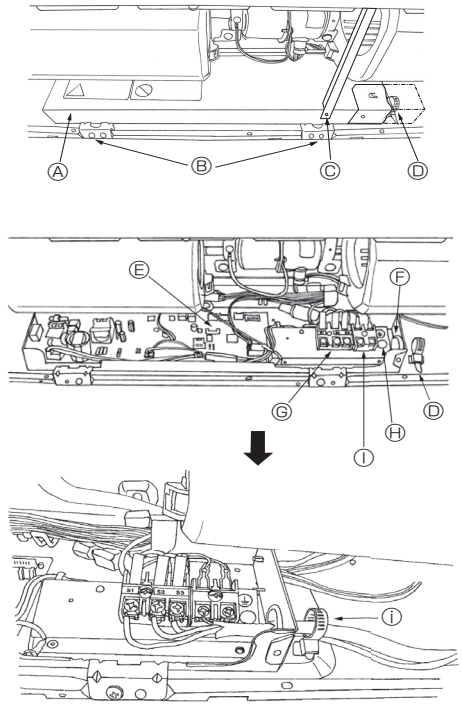

Fig. 6-1
6.1. Installation électrique (Fig. 6-1)